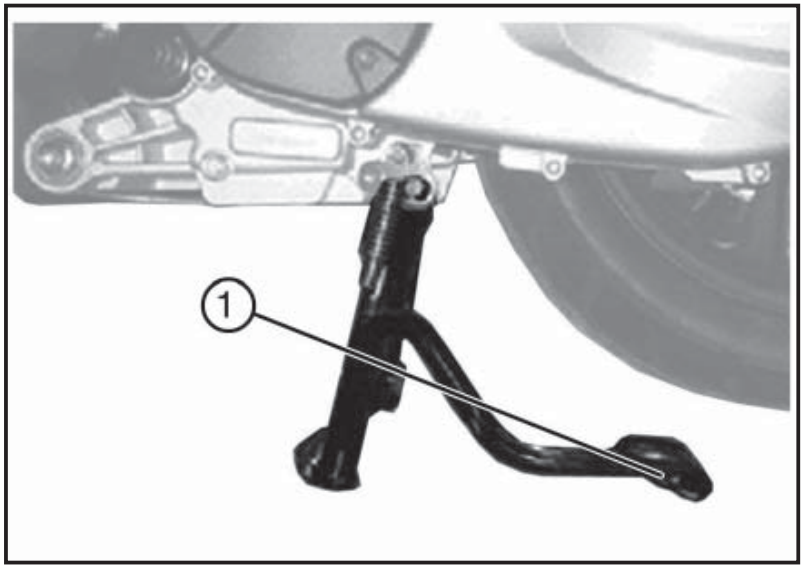

Fig. 01 QSI0031
4.21 CAVALLETTO CENTRALE (Fig. 01)